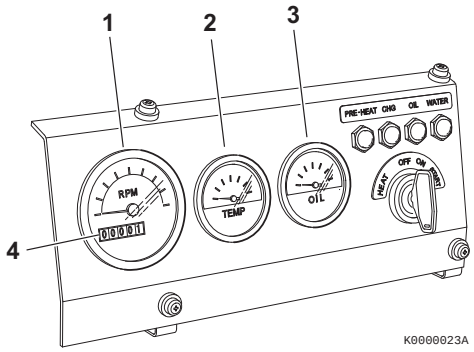
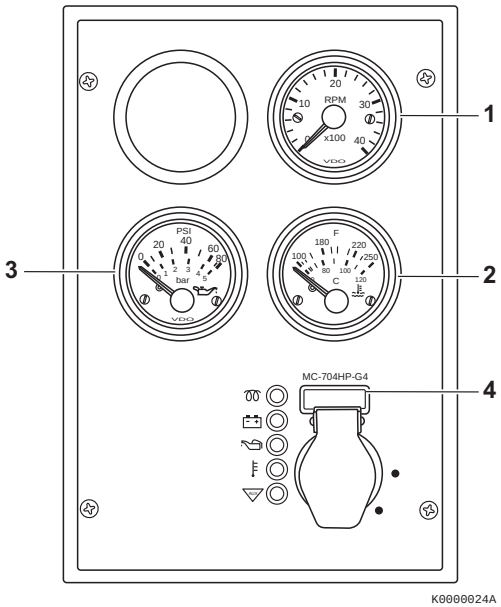

Figure 7
Figure 8
Tachometer - The tachometer display **(Figure 7, (1))** or **(Figure 8, (1))** shows the engine speed in revolutions per minute (RPM).
Engine coolant temperature - The engine coolant temperature display **(Figure 7, (2))** or **(Figure 8, (2))** shows the temperature of the engine coolant.
Engine oil pressure - The engine oil pressure display **(Figure 7, (3))** or **(Figure 8, (3))** shows the pressure of the engine oil.
Hour meter - The hour meter display **(Figure 7, (4))** or **(Figure 8, (4))** shows the total number of hours the engine has run. This is useful for planning the *Periodic Maintenance Procedures on page 66.*